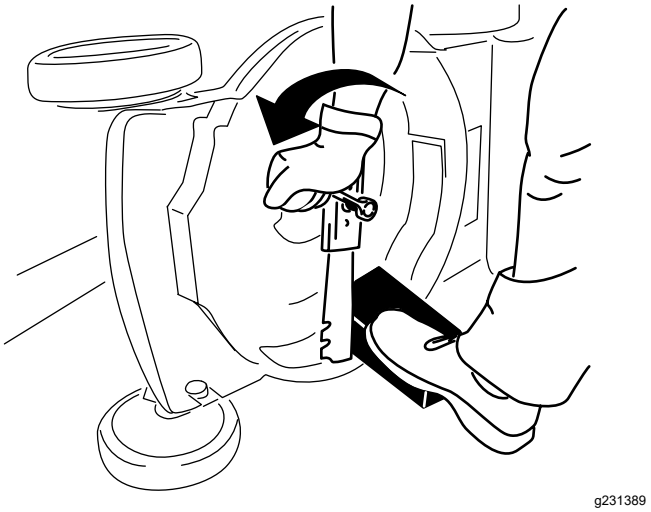

Figur 25
3. Brug en træklods til at holde kniven fast (Figur 25).
4. Afmonter kniven, men gem alle monteringsbolte og -møtrikker (Figur 25).